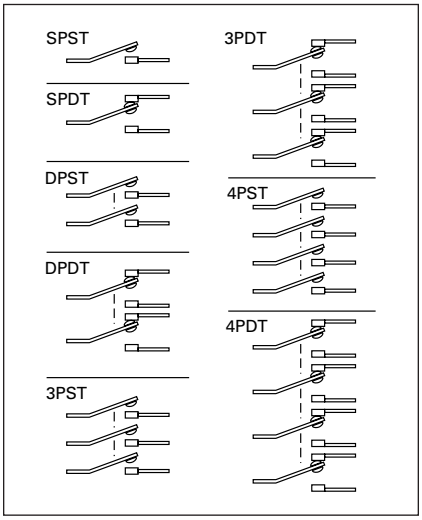

Figure 47-1. Circuit Arrangements
① See **Figure 47-1** Circuit Arrangements on **Page 47-4**.
② ( ) = Momentary contacts, spring return action.
① See **Figure 47-1** Circuit Arrangements below.
② See **Figure 47-1** Circuit Arrangements below.
③ Rated 1/4 hp at 125V, 1/2 hp at 250V.